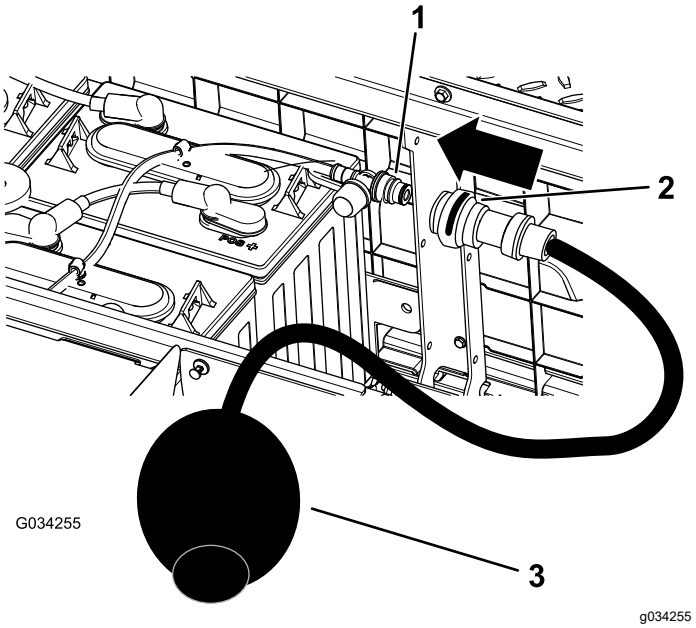

Figuur 40
4. Sluit uw Toro waterhandpomp aan op de watervulopening (Figuur 40).